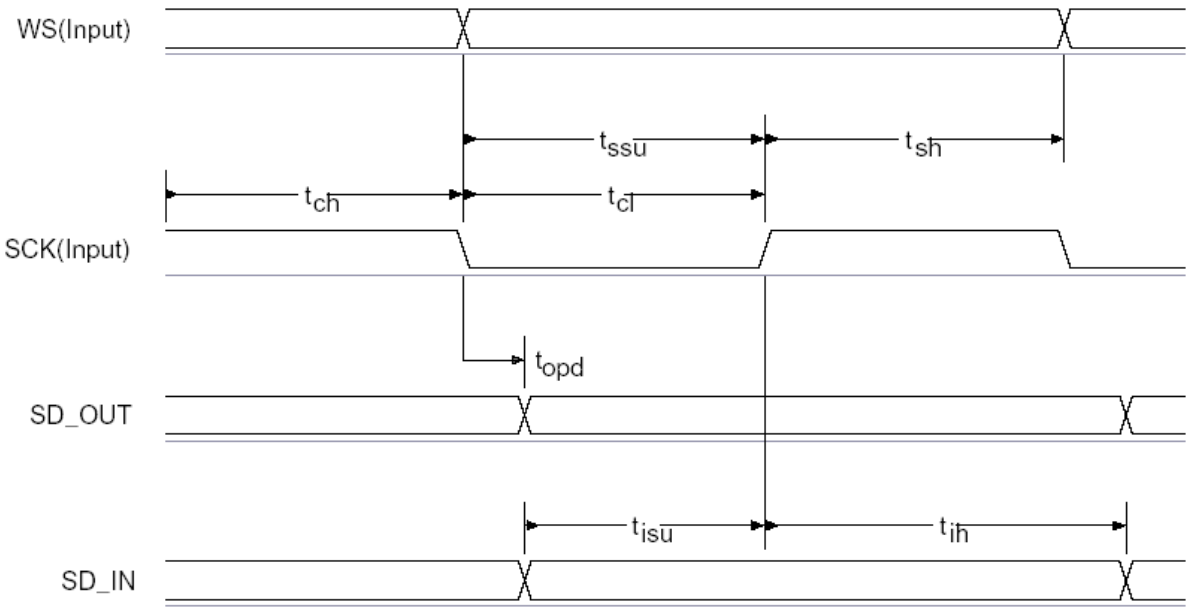

Figure 22: Digital audio interface slave timing
The digital audio interface supports the industry standard formats for I^2S, left-justified (LJ) or right-justified(RJ). The interface shares the same pins as the PCM interface, which means that each audio bus is mutually exclusive in its usage. Table 18 lists these alternative functions. Figure 22 shows the timing diagram.